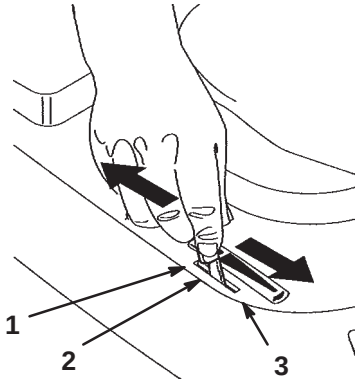

Figure 8
5. Placez la manette d’accélérateur en position de starter (Fig. 8).
7. Lorsque le moteur a démarré, amenez progressivement la manette d’accélérateur en position de régime maximum (Fig. 8). Si le moteur cale ou hésite, ramenez la manette d’accélérateur en position de Starter pendant quelques secondes, puis placez-la en position de régime maximum. Répétez l’opération si nécessaire.
1. Placez la manette d’accélérateur en position de ralenti (Fig. 8).